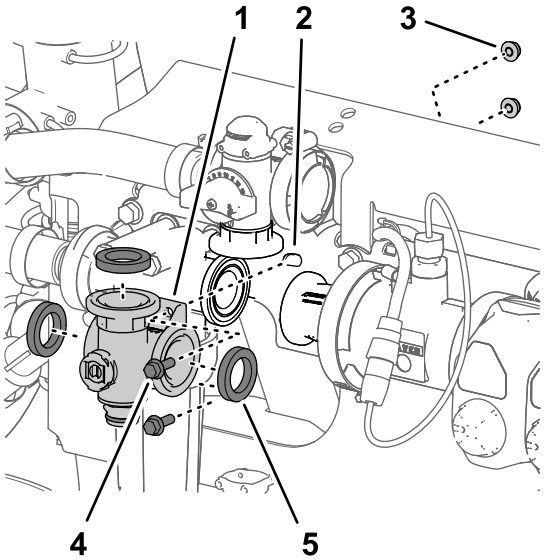
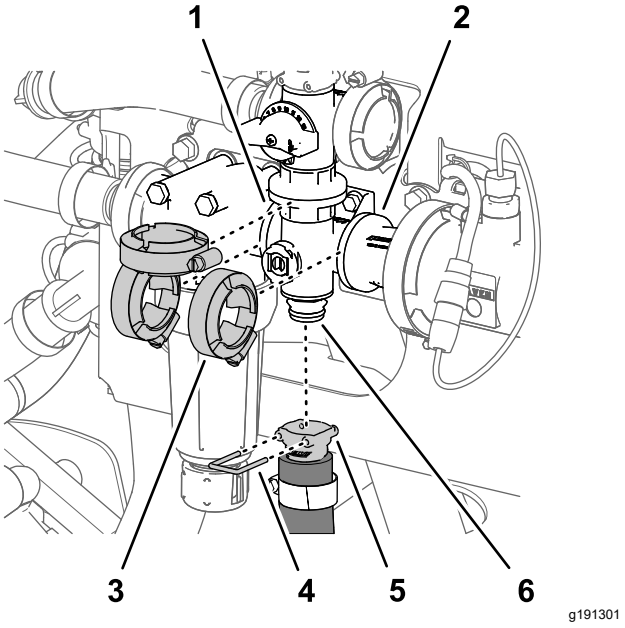

**Figur 135**
**Figur 136**
1. Rikta in flänsen på omrörningsventilens grenrör och de tre packningarna mot flänsarna på omrörningsöverströmningsventilen, tryckfilterhuvudet och kopplingsadaptern (Figur 135 och Figur 136).
2. Fäst omrörningsventilens grenrör löst vid omrörningsöverströmningsventilen, tryckfilterhuvudet och kopplingsadaptern (Figur 136) med de tre flänsklämmorna som du tog bort i Ta bort omrörningsventilens grenrör (sida 83).
5. Dra åt de tre flänsklämmorna för hand (Figur 136).
6. Montera omrörningsslangens snabbkoppling på snabbanslutningsfästet för omrörningsventilens grenrör med snabbkopplingstappen (Figur 136).